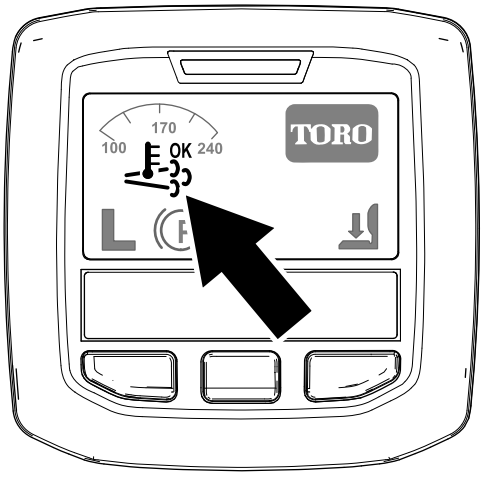

**Figur 25**
- Ikonet for assister/nulstil-regenerering vises i infocenteret (Figur 25).